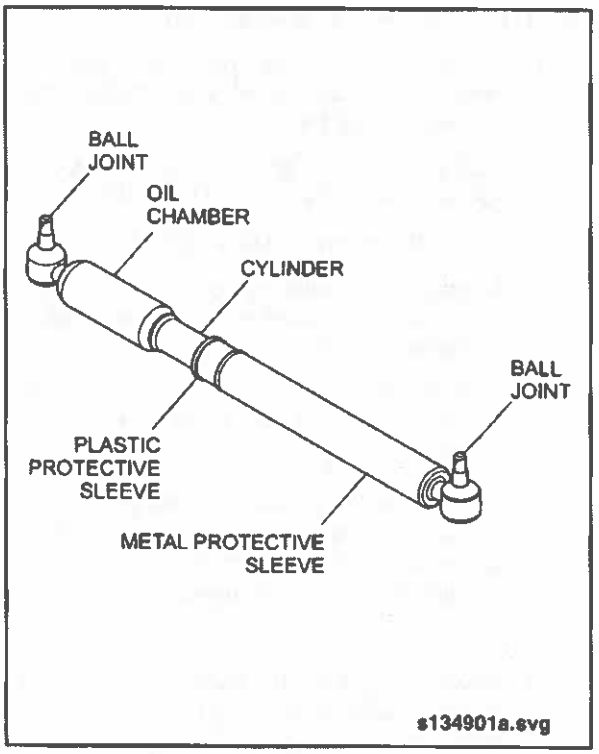

Fig. PM-11: Steering Damper Inspection
- ☐ Check for excessive play at ball joints ends. See "Fig. PM-11: Steering Damper Inspection" on page 23.